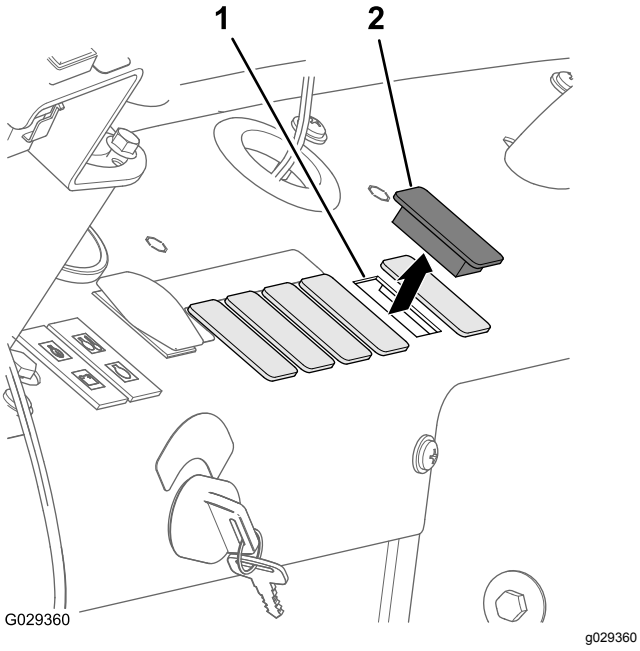
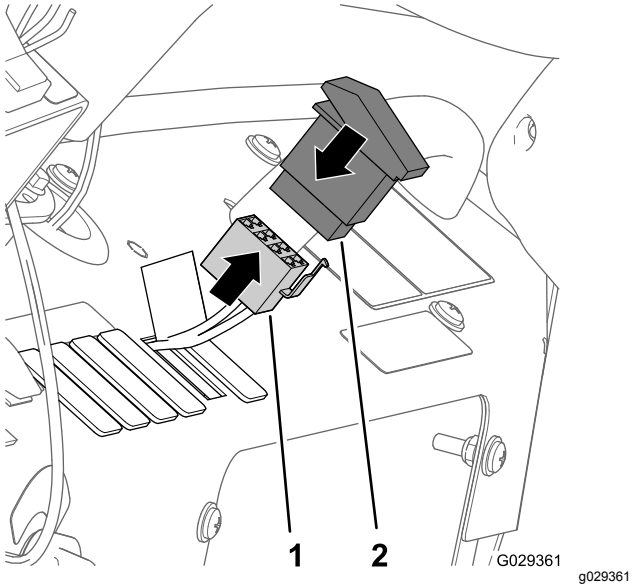

Figur 210
Figur 211
1. Afmonter femte stik til højre i maskinens instrumentpanel (Figur 210).
2. Ret konnektoren med 8 sokler ind gennem åbningen i instrumentpanelet, og tilslut konnektoren (Figur 211) til benene bag på vippekontakten med 2 positioner (kompressorens tænd/sluk-knap).
3. Saml kontakten i instrumentpanelet, og tryk kontakten ind, indtil den sidder på plads i åbningen (Figur 210 og Figur 211).